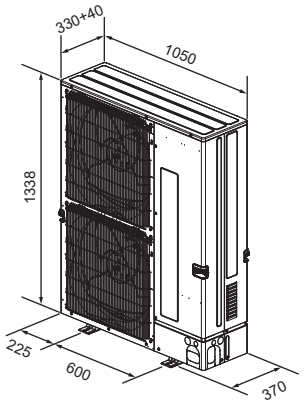

Fig. 2-3
2.3. Außenmaße (Außenanlage) (Fig. 2-3)